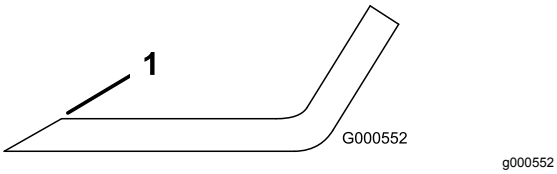

Figuur 108
1. Gebruik een vijl om de snijranden aan beide uiteinden van het mes te slijpen (Figuur 108).
Opmerking: Als het mes niet in balans is, moet u wat metaal afvijlen van het uiteinde van de vleugel (Figuur 108).